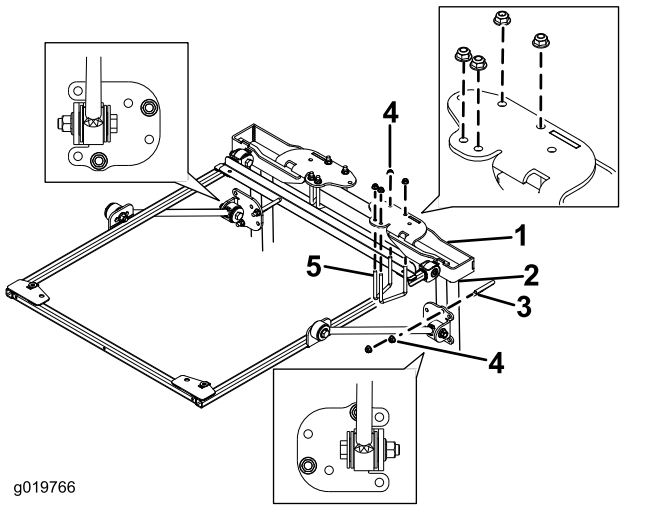

Рисунок 22
9. Установите монтажные кронштейны ROPS на верхнюю часть защитной дуги тягового блока (Рисунок 22). Убедитесь в том, что защитная дуга находится в центральном положении в монтажных кронштейнах ROPS.
10. Используя монтажные отверстия, показанные на Рисунок 22, прикрепите монтажные кронштейны ROPS к верхней части защитной дуги с помощью 2 U-образных болтов (2¾ дюйма) и 4 фланцевых гаек.
11. Используя монтажные отверстия, показанные на Рисунок 22, прикрепите, не затягивая, каждый кронштейн подпорки к стойкам защитной дуги с помощью U-образного болта (4 дюйма) и 2 фланцевых гаек.